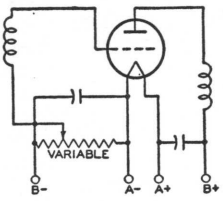
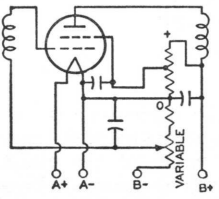

Fig. 84
Fig. 86
Grid-bias variation for the rf and if amplifier stages is a convenient and frequently used method for controlling receiver volume. The variable voltage supplied to the grid may be obtained: (1) from a variable cathode resistor as shown in Figs. 84 and 85; (2) from a bleeder circuit by means of a potentiometer as shown in Fig. 86; or (3) from a bleeder circuit in which the bleeder current is varied by a tube used for automatic volume control. The latter circuit is shown in Fig. 60.